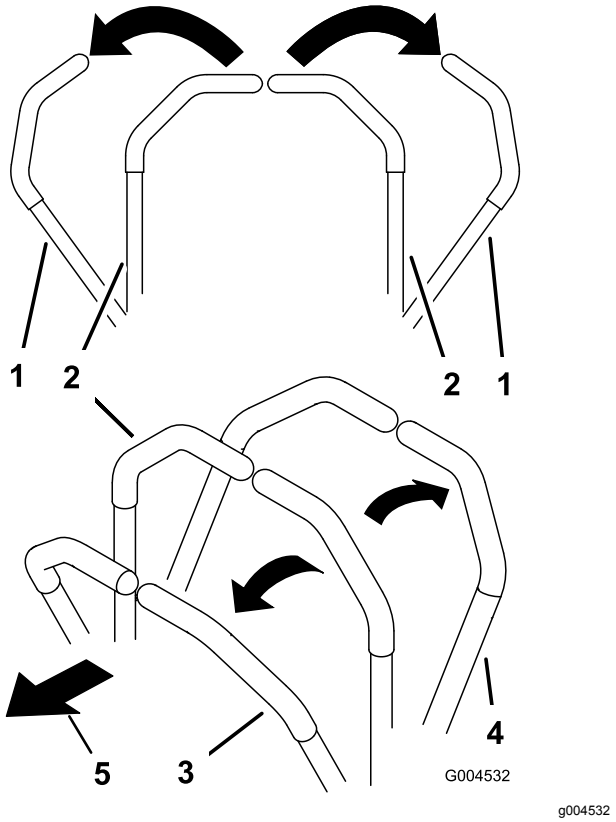

**Figur 21**
1. Flytt alle kontrollhåndtakene til nøytral, låst stilling (Figur 21).